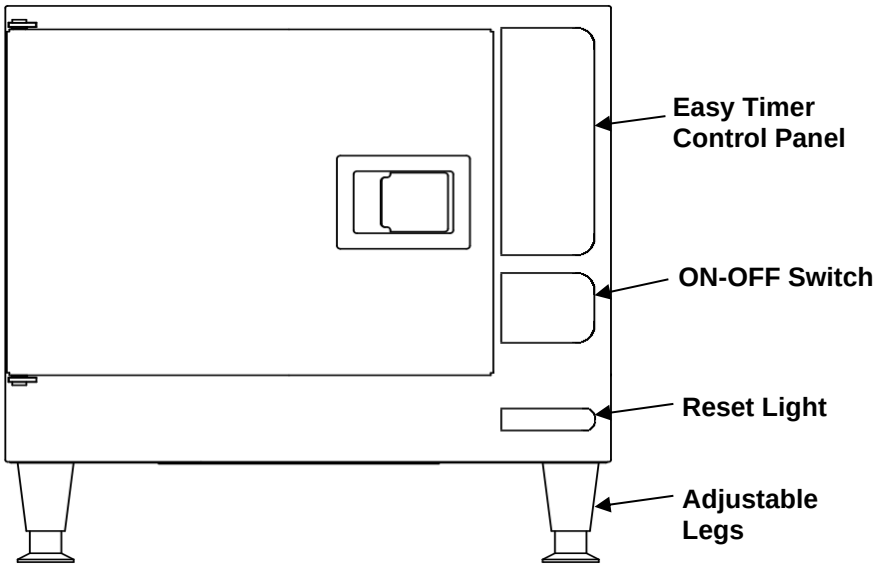

Figure 2-1 SteamChef™ Electric Steam Cooker Front View
- Figures 2-1, 2-2, and 2-3 illustrate the dimensions, clearances, and major external features of 22CET's.